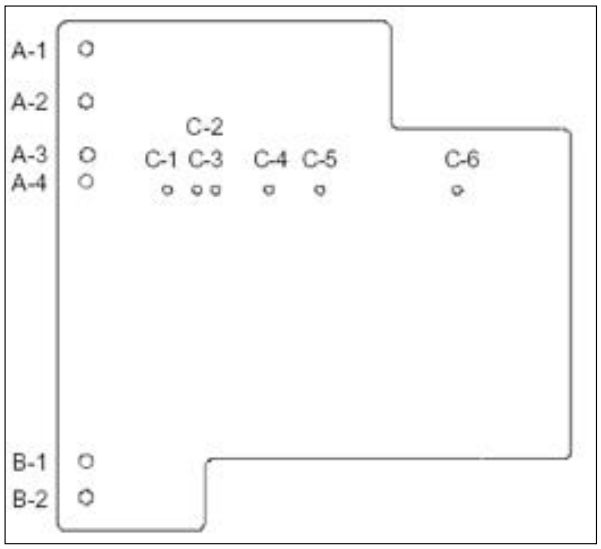

Figure 44. Front view of closure tool showing mounting/testing locations (6352C49H01).
5. Mount the transparent CloSure test tool with two bolts and washers. Refer to Figures 44, 45, and Table 34 for appropriate mounting holes. Hand tighten the bolts (Figures 34, 35, 44, and 45).